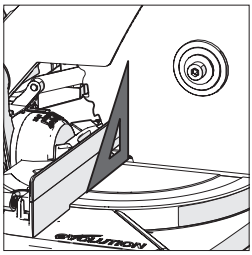

Fig. 9
- Placez l'équerre sur la table avec le bord court contre la table et l'autre bord court contre la lame (en évitant les pointes TCT des dents de la lame). **(Fig.9)**